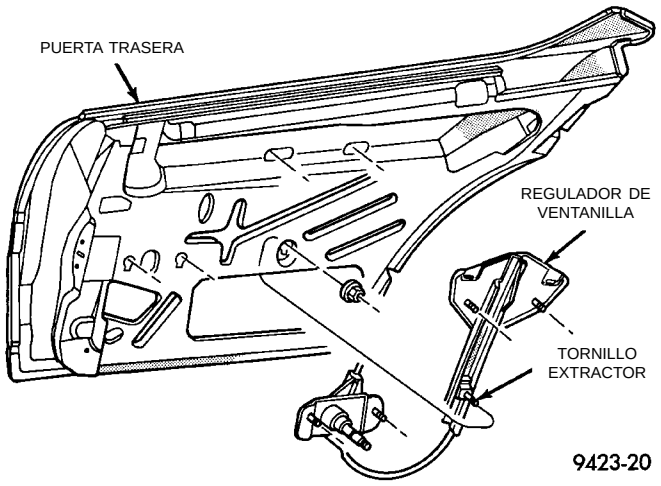

Fig. 48 Regulador de ventanilla de la puerta trasera
(1) Retire el panel tapizado de la puerta y el protector contra el agua.
(2) Retire el cristal de la puerta.
(3) Afloje los pernos que fijan la manivela/motor del regulador de ventanilla al panel de la puerta.
(4) Desacople las cabezas de pernos de las muescas del ojo de llave en el panel de la puerta.
(5) Afloje los pernos que fijan la barra de elevación del regulador de ventanilla al panel de la puerta.
(6) Desacople las cabezas de pernos de las muescas del ojo de llave en el panel de la puerta (Fig. 48).
(7) Retire el regulador de la ventanilla de la puerta, a través del orificio de acceso en el panel interior.